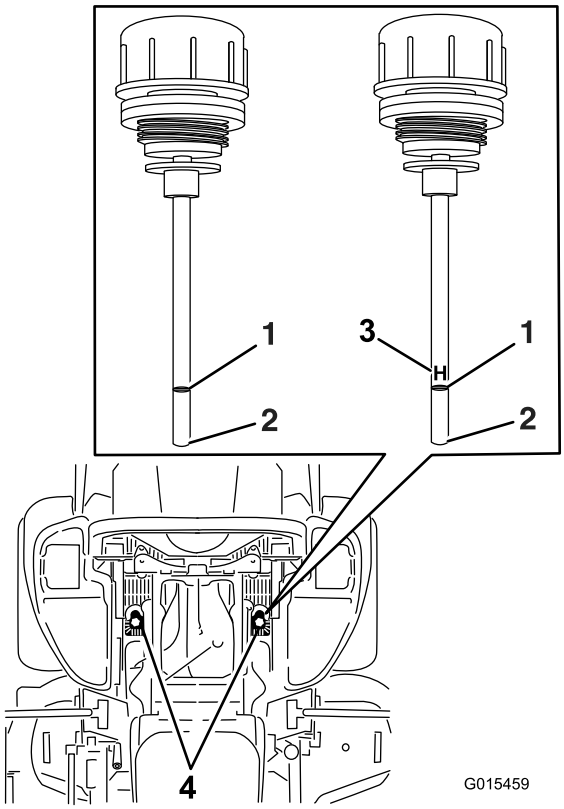

Figura 81
6. Limpie la zona alrededor de las varillas de los depósitos de los sistemas hidráulicos (Figura 81).
7. Retire una varilla del depósito de aceite hidráulico (Figura 81).
9. Retire la varilla e inspeccione el extremo (Figura 81). Si el nivel de aceite está en la marca Add (añadir), vierta lentamente en el depósito hidráulico sólo la cantidad de aceite necesaria para que el nivel llegue hasta la marca de Lleno o **H**.